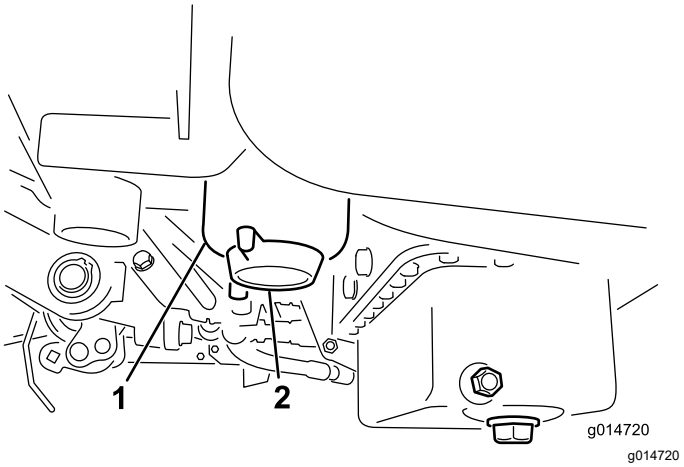

Figur 33
3. Åpne tappepluggen på drivstoffilteret ca. én omdreining, og tapp ut oppsamlet vann (Figur 33).